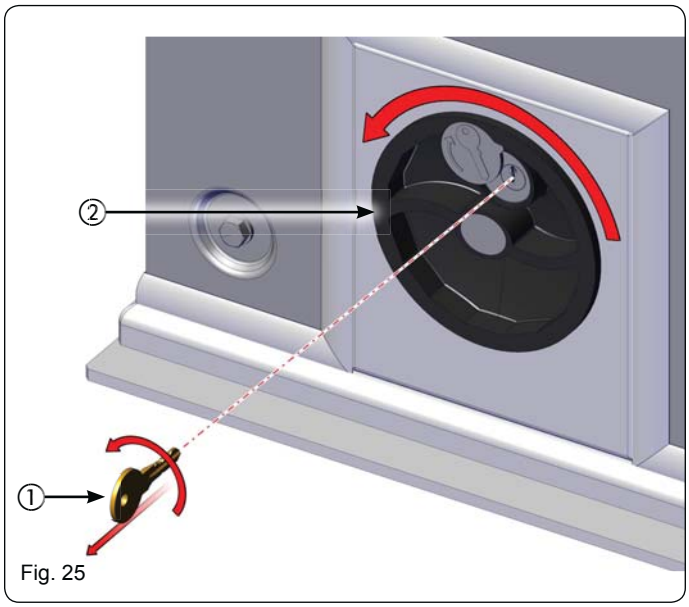

Fig. 25
1. Tourner le dispositif de déverrouillage en sens inverse horaire jusqu'à son arrêt (Fig. 25 réf. ②).
2. Tourner la clé en sens inverse horaire et l'extraire de la serrure (Fig. 25 réf. ①).